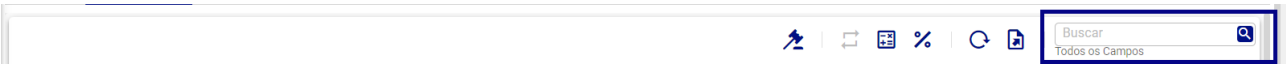

Figura 231: Campo de Busca
- **Campos de Busca (Figura 231):** Possibilita localizar registros específicos no painel superior.